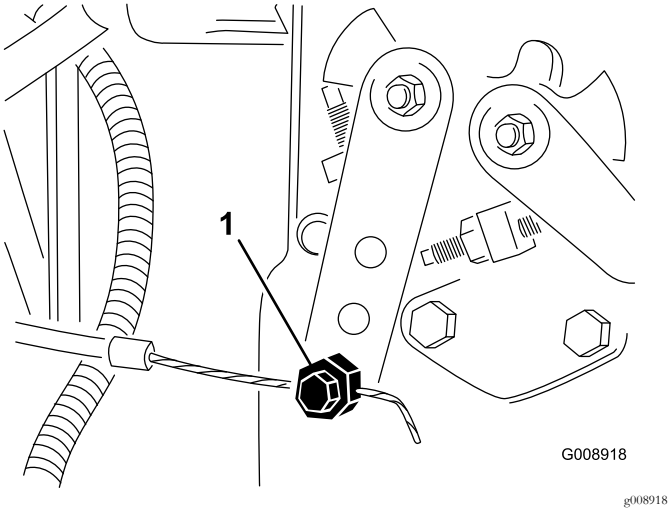

Figur 73
2. Lossa gasreglagekabelns kontaktdon på insprutningspumpens reglagearm (Figur 73).